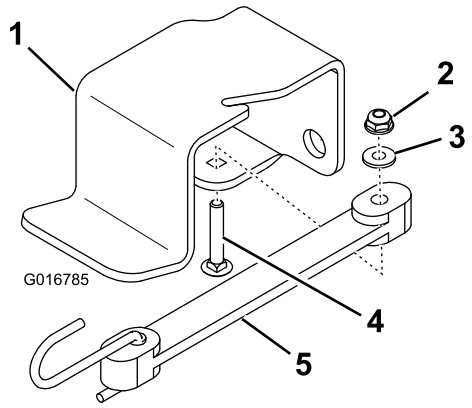

Figura 4
1. Fissate la corda elastica alla staffa di supporto del cavalletto con un bullone a testa tonda, una rondella piana e un dado flangiato esagonale (Figura 4).